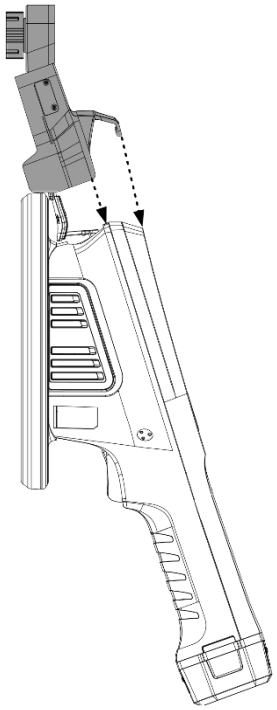

Figure 2-3 Zarovnání držáku a termokamery
2. Zarovnejte držák a termokameru podle směru šipky (viz *Figure 2-3*) tak, aby okraj držáku byl rovnoběžný s rámem kamery.